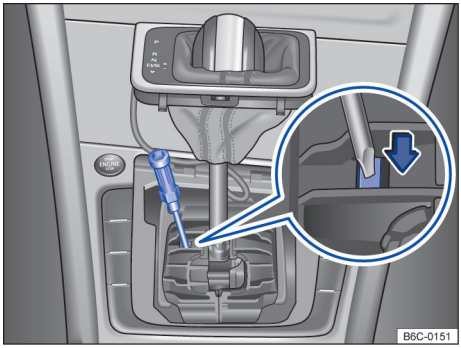

Fig. 92 Desinstalar a cobertura da alavanca seletora e destravar o bloqueio da alavanca seletora emergencialmente. ▶
– Com o auxílio de uma chave de fenda pressionar cuidadosamente a alavanca de destravamento no sentido da seta e manter nessa posição → Fig. 92.